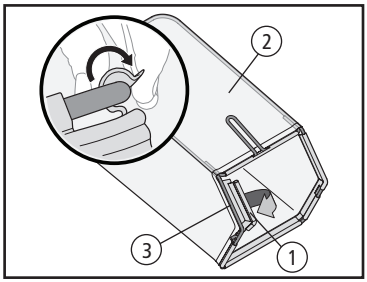

Fig. 10
**1.** Siga os seguintes passos para montar o coletor de grama. Certifique-se de que o coletor esteja no lado certo antes de montar. Coloque o coletor de grama (2) sobre a estrutura (3), de modo que o lado com plástico preto esteja embaixo [Fig. 10].
**2.** Deslize os encaixes plásticos (1) do coletor de grama (2) sobre os ganchos da armação (3) do coletor [Fig. 10].